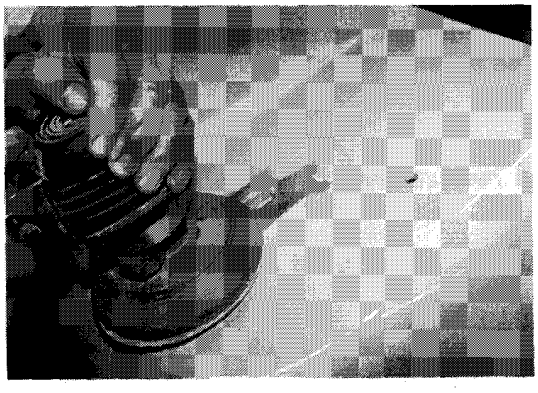
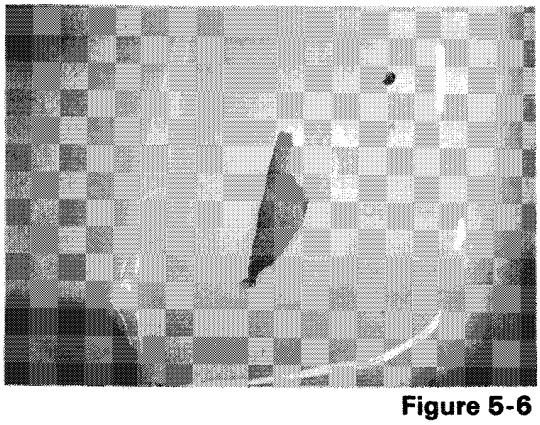

Figure 5-5
Figure 5-6
5. After the epoxy has cured for a minimum of 30 minutes, use 80 grit sandpaper to rough the epoxy to the proper level and contour **(Figure 5-5)**. If needed, apply additional resin and hardener mixture to fill in any low spots or pinholes **(Figure 5-6)**. Allow 24 hours for epoxy to thoroughly cure before sanding.